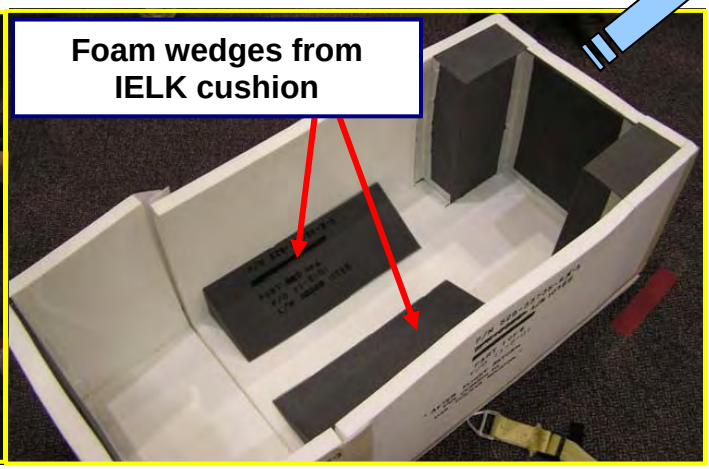

Figure 2
Step 5: Place IELK foam box on top of the panels per Figure 2.